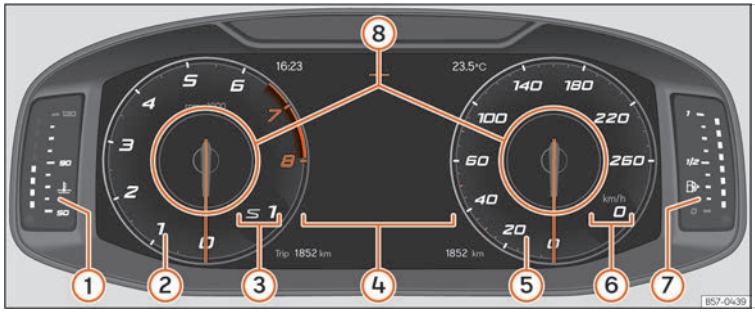

Fig. 2 SEAT Digital Cockpit on the instrument panel (classic view).
In all views the information displayed in **Information profiles** can be customised ››› Fig. 2 ⑧.
The revolutions per minute and speedometer needles appear along the entire length ››› Fig. 2.